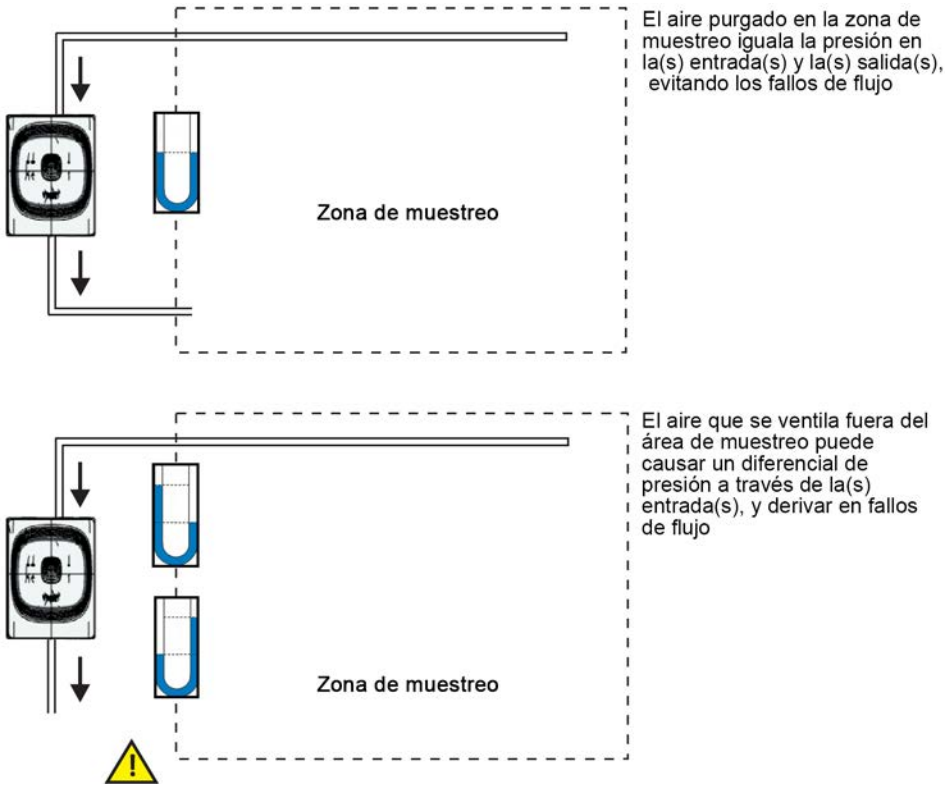

Figura 3-7: Cuestiones sobre las tuberías
3. Siempre que el FAAST FLEX se instale fuera de la zona de riesgo, se recomienda que el aire de salida del aparato vuelva a la zona de riesgo. Esto reducirá los fallos de flujo causados por las diferencias de presión (véase la Figura 3-7).